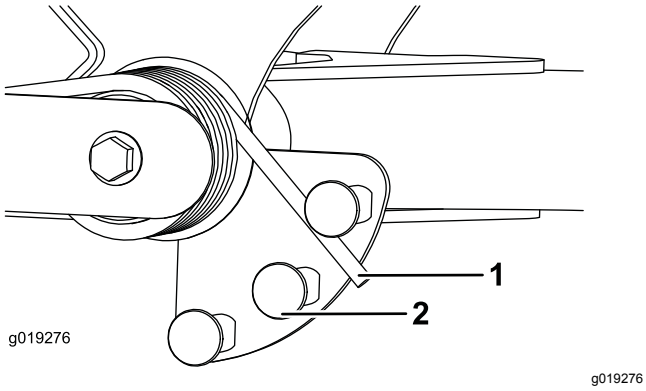

Figur 53
2. Sett inn et rør eller lignende objekt på den lange fjærenden og sving det rundt fjæraktuatoren til ønsket stilling (Figur 53).